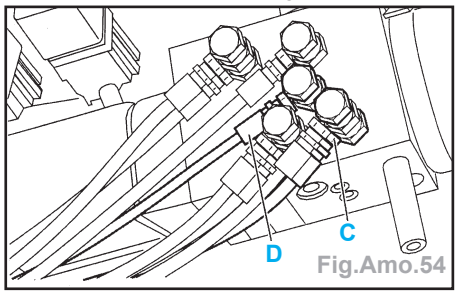

Fig.Amo.54
- les canalisations (C et D) et l'ensemble vérins/canalisations (Fig.Amo.54).